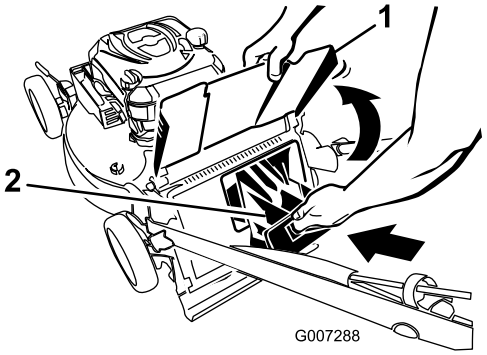

Figur 26
4. Sätt i den bakre utkastarpluggen (Figur 26).